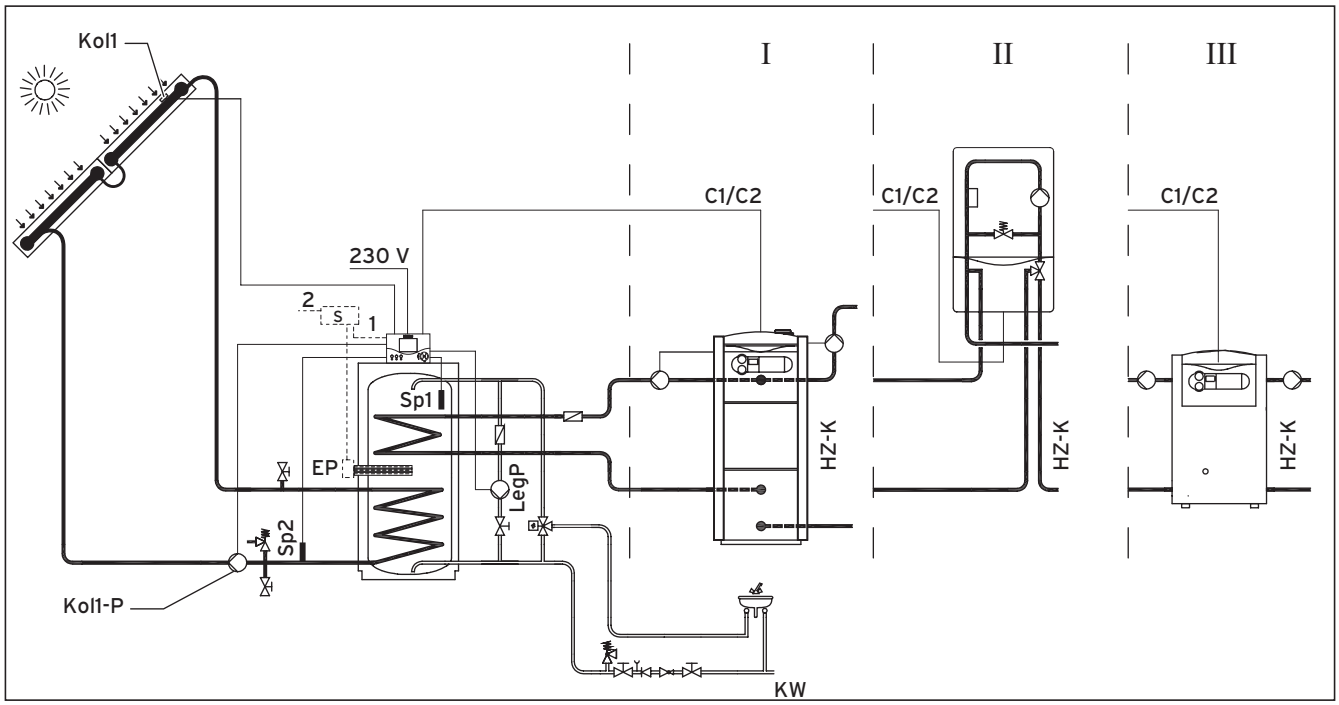

Fig. 5.9 Schéma hydraulique 2
- Procédez au câblage de l'appareil de régulation en fonction du schéma hydraulique choisi (voir fig. 5.9 et 5.10).
Tab. 5.1 Légende des fig. 5.9 et 5.10
Tab. 5.1 Légende des fig. 5.9 et 5.10 (suite)